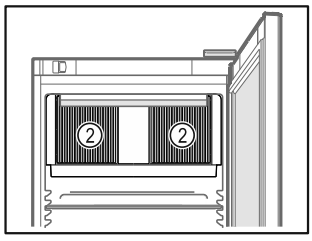

Fig. 62
- ❑ Păstrați libere fantele de ventilație *Fig. 62 (2)* ale suflantei de recirculare a aerului din interior.